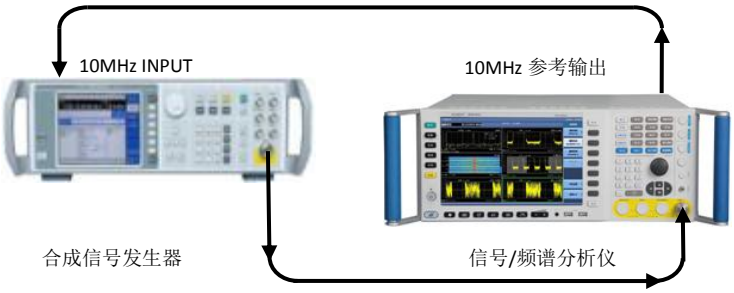

图8.4 标记计数测试示意图
1) 按照图 8.4 连接测试设备，4051 的 10MHz 输出端接合成信号发生器的 10MHz INPUT 端口，合成信号发生器的射频输出端接 4051 的信号输入端。
1） 按图 8.4 连接测试设备，复位 4051，将信号发生器输出接到被测 4051 的输入，4051 的 10MHz 输出端接合成信号发生器的 10MHz INPUT 端口。
1） 如图 8.4 连接仪器。4051 为合成信号发生器提供频率参考。